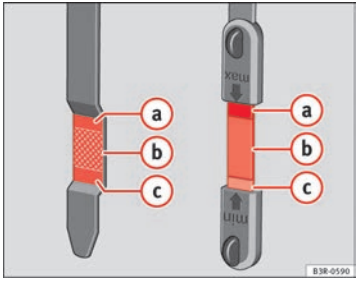

Fig. 166 Markings on oil dipstick
– Then pull it out once more and check the oil level ⇒ page 226, fig. 166. If the oil level is too low, add more engine oil ⇒ page 227.